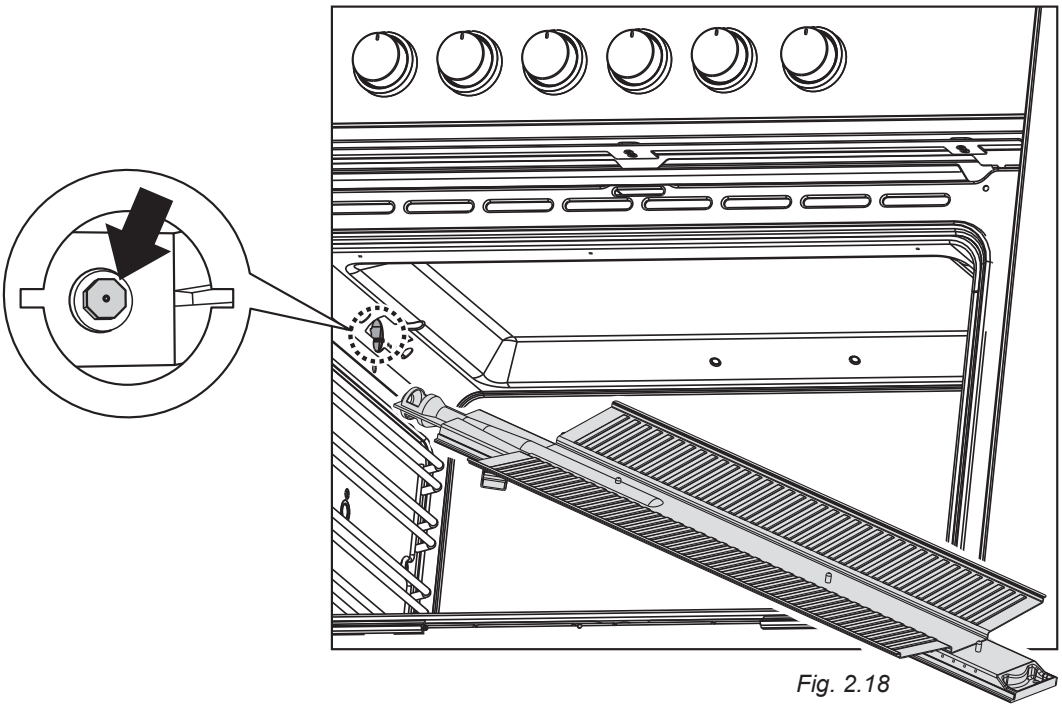

Fig. 2.18
- Withdraw the burner as shown in figure 2.18.
- Using a 7 mm box spanner, unscrew the injector (indicated by the arrow in fig. 2.18) and replace it with a new one selected in accordance with the "Injectors table".